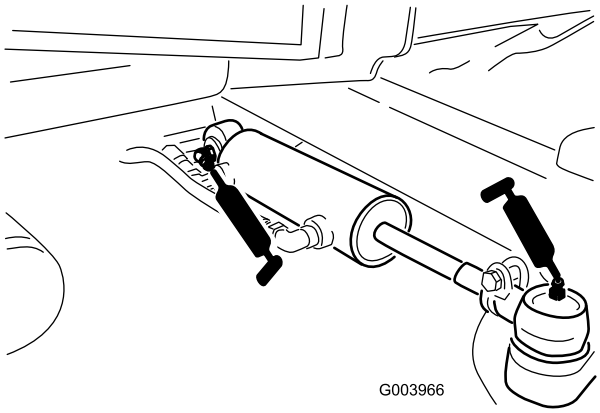

Rysunek 56
- Przeguby kulowe cylindra układu kierowniczego (2) (Rysunek 56)